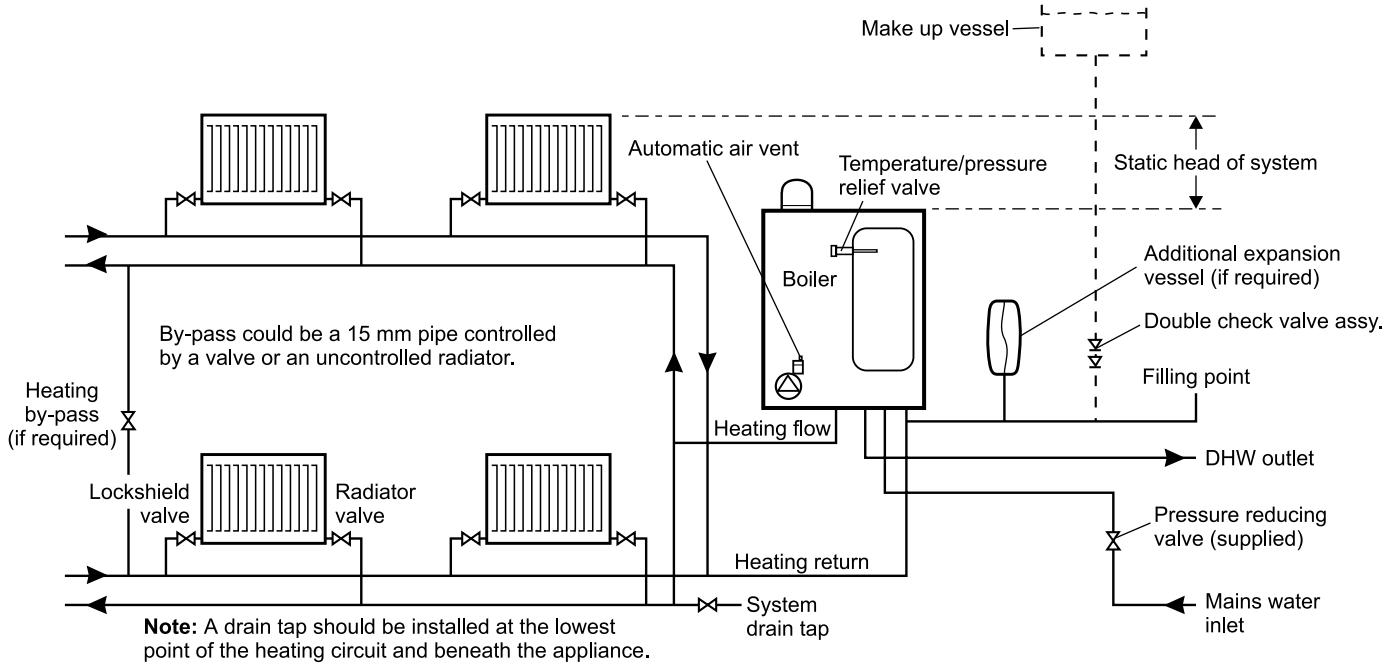
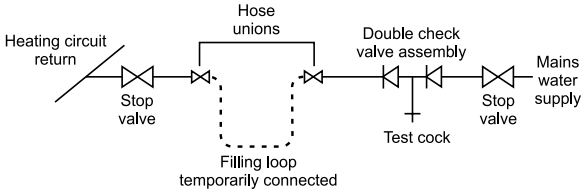
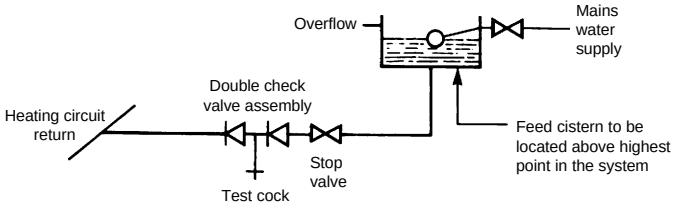

**Fig. 5**
**Fig. 6**
**Fig. 7**
### *3.7 CENTRAL HEATING SYSTEM - Fig. 5*
**System volume -** The expansion vessel incorporated into the boiler is suitable for a sealed heating system with a maximum water content of 80 litres (18 gal). For guidance on water contents contact Alpha Therm Ltd. for Technical Data Sheet 15. Above 80 litres, consideration should be given to fitting an additional expansion vessel fitted in the position shown in Fig. 5. To check correct operation of the expansion vessel(s) the system pressure should not be more than 2.5 bar when the system is at maximum operating temperature (for further guidance refer to BS 7074:1).
### *3.8 FILLING THE CENTRAL HEATING SYSTEM - Figs. 6, 7*
The system design pressure (cold) should be set to 1.0 bar. This pressure is equivalent to the maximum static head (see Fig. 5) of 10.2 metres of water.
Provision should be made to replace water lost from the system. This can be by manual or automatic means, as shown in Figs. 6 and 7. The position for connecting an automatic make-up vessel is indicated in Fig. 5. A double check valve assembly must be used, as shown in Fig. 7.
Filling of the system must be carried out in a manner approved by the local Water Undertaking. Where allowed, the system may be filled via a temporary connection as shown in Fig. 6. After filling, always disconnect the flexible hose of the filling loop.